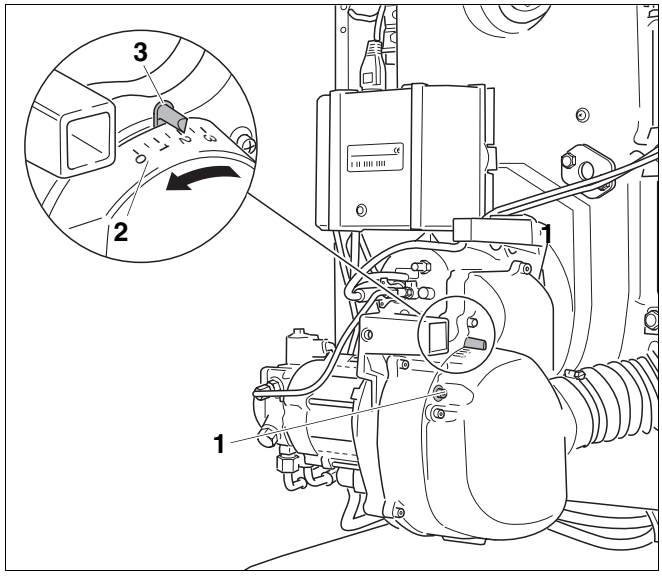

Afb. 25 Aanzuigluchtgeleiding instellen
- Maak de aanzuigluchtgeleiding (ALF) los (afb. 25, **pos. 1**).
Let erop, dat een hogere ventilatordruk door verschuiving van de regelaar resulteert in kleinere waarden op de schaal. Dat komt overeen met de richting van de pijl in afb. 25.